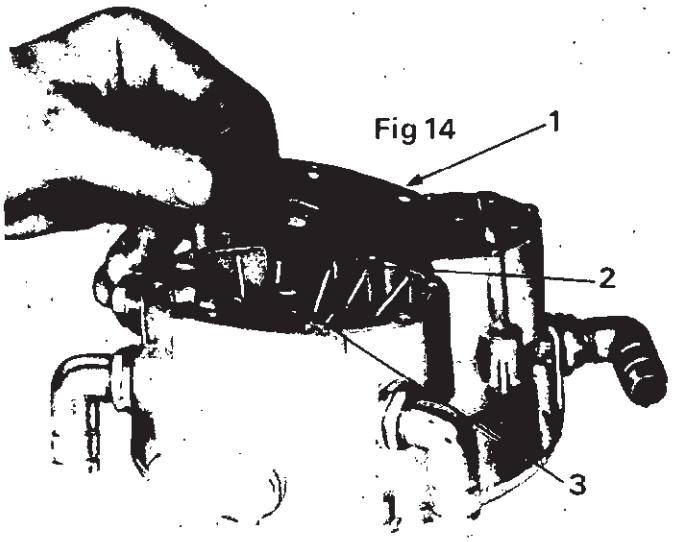

Fig 14
- monter une membrane neuve, en veillant à ce que l'accouplement élastique de la membrane vienne s'agrafer sur la rainure de la tige comme indiqué en Fig. 14,